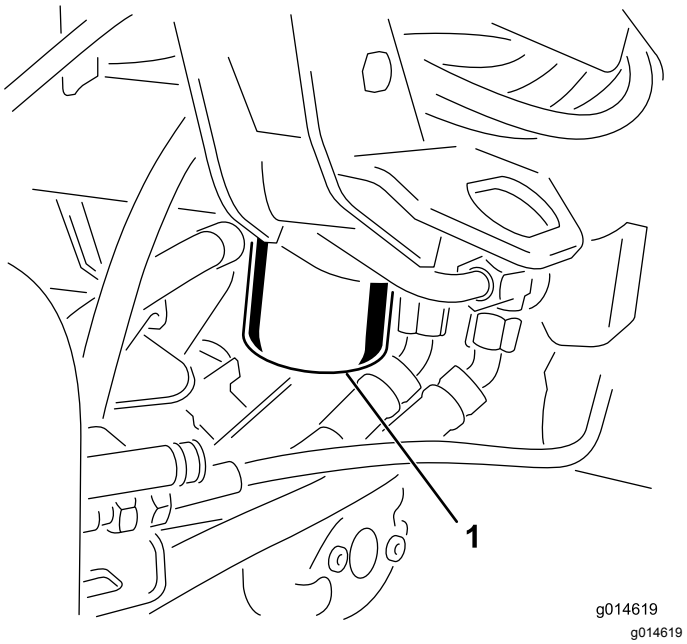

Figur 36
1. Rengør det område, hvor filteret monteres (Figur 36). Anbring en drænbakke under filteret, og afmonter filteret.